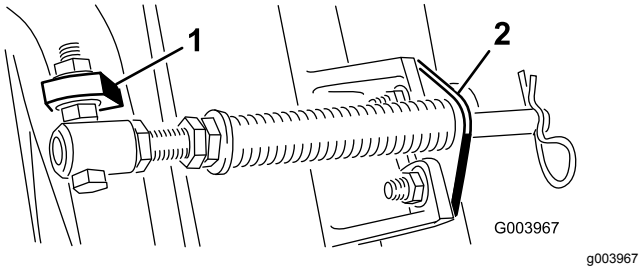

**Figur 6**
**Bemærk:** Placer boltens hoved på tappens udvendige side som vist i Figur 6.
D. Monter stangbeslaget på klippeenhedens tapper med bræddebolte og møtrikker (Figur 6).